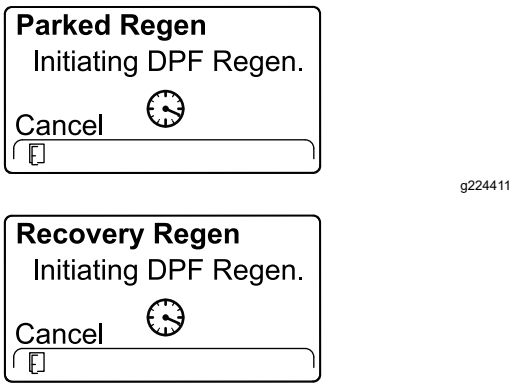

Figuur 77
5. Het InfoCenter toont de boodschap INITIATING DPF REGEN (Figuur 77).